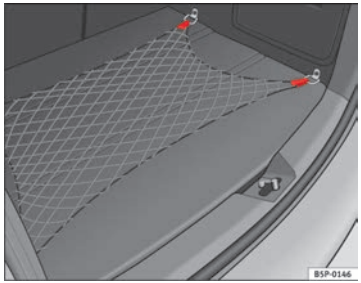

Fig. 107 Luggage compartment net
– Use the fastening rings located on the side of the luggage compartment to attach the storage net ⇒ Fig. 107.